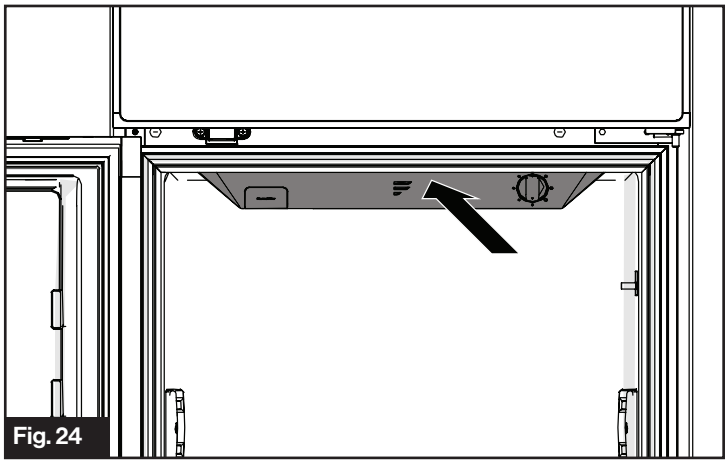

Fig. 24
2. Poussez le couvercle en arrière vers l'arrière de l'appareil, puis ouvrez-le. (Fig. 24)